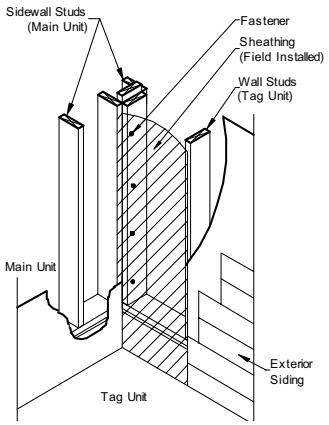

Figure 34. *Tag unit wall connection*
3. **Connect floors.** If the floor of the tag unit is level with main unit floor, connect the floors together as described in **STEP 5. CONNECT FLOORS** (p. 39). **Connect walls.** Secure the tag unit walls to the main unit sidewall using #8 x 4” screws at 12 inches o.c. (see **Figure 34**). The sheathing shown in the detail may not be included by the manufacturer. If included, the sheathing over the last stud bay was tacked in place at the factory for easy removal at the site. Once the wall connections are complete, re-install the sheathing and complete the siding installation.